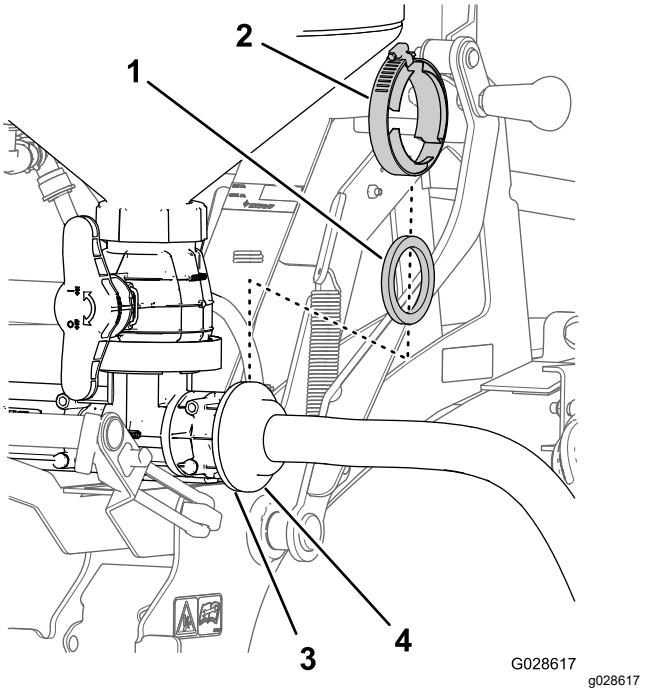

Rysunek 26
1. Ustaw złączkę kołnierzową węża zasilającego równo z kołnierzem pompy strumieniowej (Rysunek 26).
2. Zamocuj wąż zasilający do pompy strumieniowej za pomocą uszczelki i obejmy kołnierzowej (Rysunek 26).